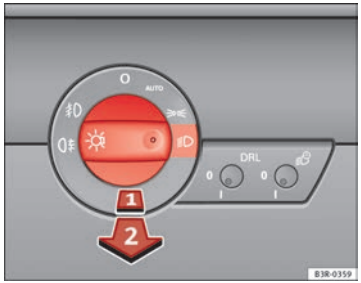

Abb. 82 Ausschnitt aus Instrumententafel: Lichtschalter
– Drehen Sie den Lichtschalter ⇒ Abb. 82 auf die Position ≫.
– Drehen Sie den Lichtschalter ⇒ Abb. 82 **nicht** auf das Symbol .
– Ziehen Sie den Lichtschalter bis zur *ersten* Raste (1) heraus.
– Drehen Sie zunächst den Lichtschalter ⇒ Abb. 82 auf die Position oder .
– Ziehen Sie anschließend den Lichtschalter bis zur zweiten Raste (2) heraus, um die Nebelschlussleuchte einzuschalten.